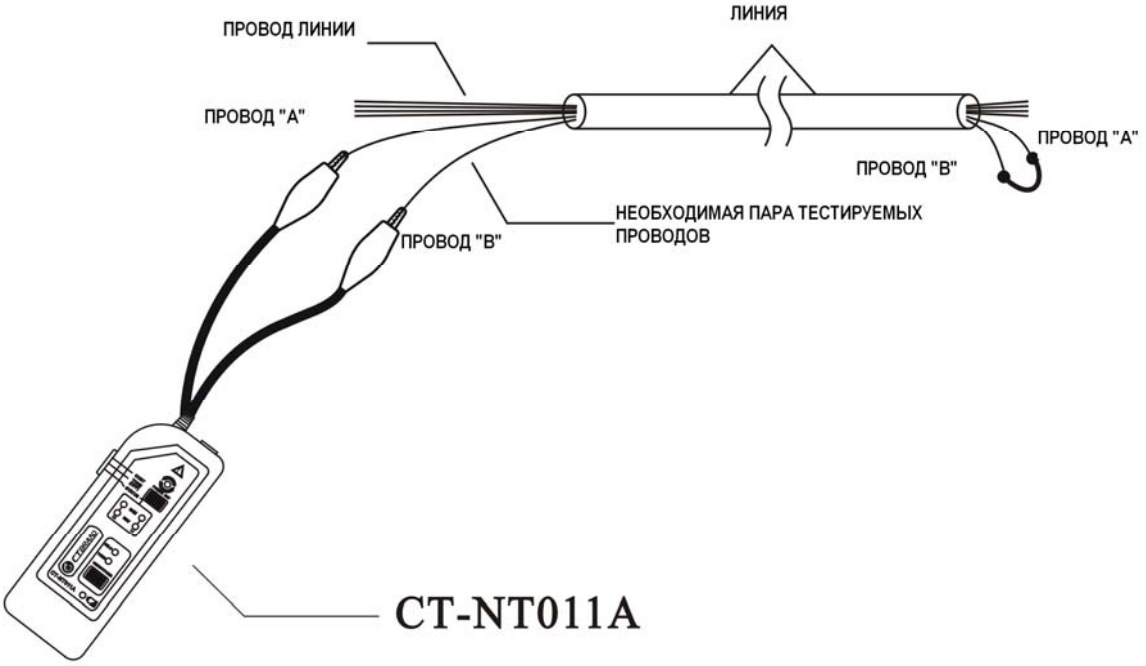

РИС. 3
- Подключите к тестируемому проводу красный тестовый провод NT011A (провод А на рис.3). Тестовый сигнал будет генерироваться в тестируемый кабель.